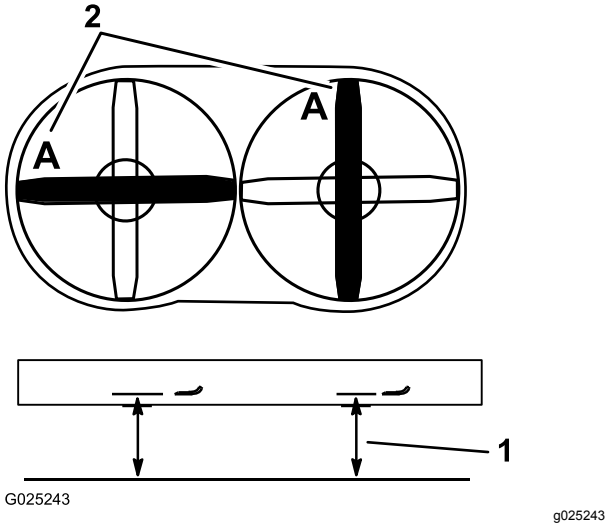

Figura 71
3. Rode uma lâmina como se mostra na Figura 71.
4. Meça desde uma superfície nivelada até à extremidade de corte na posição **A** da lâmina (Figura 71). Anote esta medida.